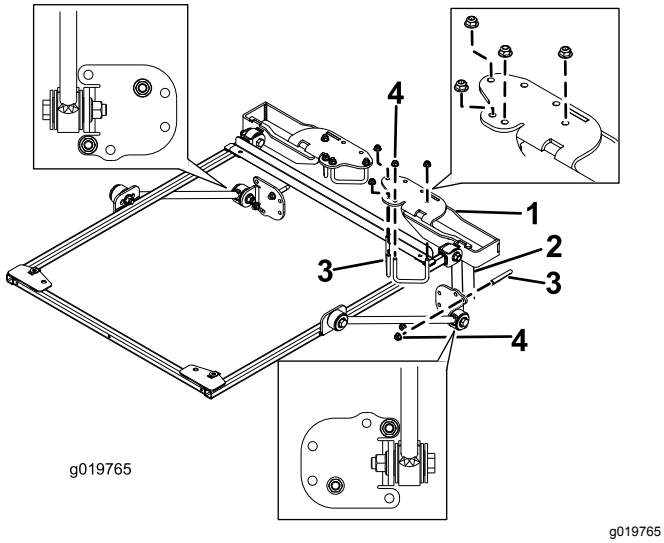

Figur 15
9. Anbring styrtbøjlens monteringsbeslag på toppen af traktionsenhedens styrtbøjle (Figur 15).
10. Brug de monteringshuller, der er vist i Figur 15, og fastgør hvert beslag til toppen af styrtbøjlen med 2 bøjleskruer (2-3/4 tomme) og 4 flangemøtrikker.
11. Brug de monteringshuller, der er vist i Figur 15, og fastgør løst hvert af afstiverbeslagene til styrtbøjlestiverne med en bøjleskrue (2-3/4 tommer) og 2 flangemøtrikker.